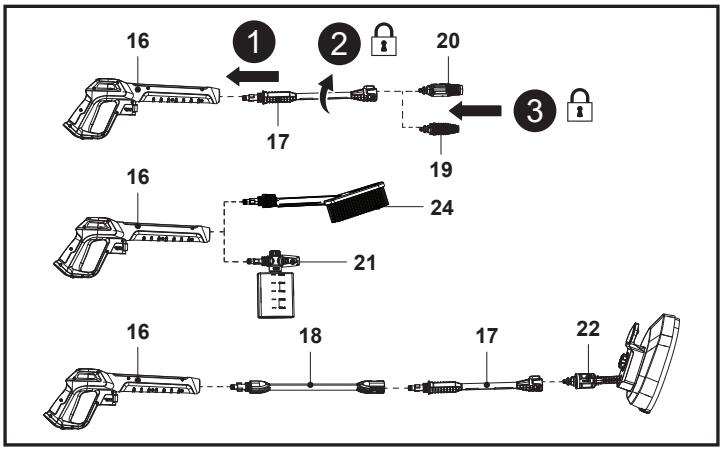

Rys. 5
1. Wyrównać i włożyć lancę przedłużającą (17) do gniazda pistoletu natryskowego (16) (rys. 5, krok 1).
2. Pchnąć i obrócić lancę przedłużającą (17) w prawo na pistolecie natryskowym (16), a następnie dokręcać ręcznie do momentu zablokowania (rys. 5, krok 2).
3. Wyrównać dwa wypusty dyszy z otworami lancy przedłużającej (17), a następnie włożyć dyszę turbo (19) lub dyszę wielofunkcyjną (20) do samego końca (rys. 5, krok 3).
4. Wyrównać dwa wypusty dyszy z butelką na detergent (21) lub szczotki do mycia (24) z pistoletem natryskowym (16), a następnie wcisnąć dyszę z butelką na detergent (21) lub szczotkę do mycia (24) na pistolet natryskowy (16) i obrócić w prawo aż do zablokowania.